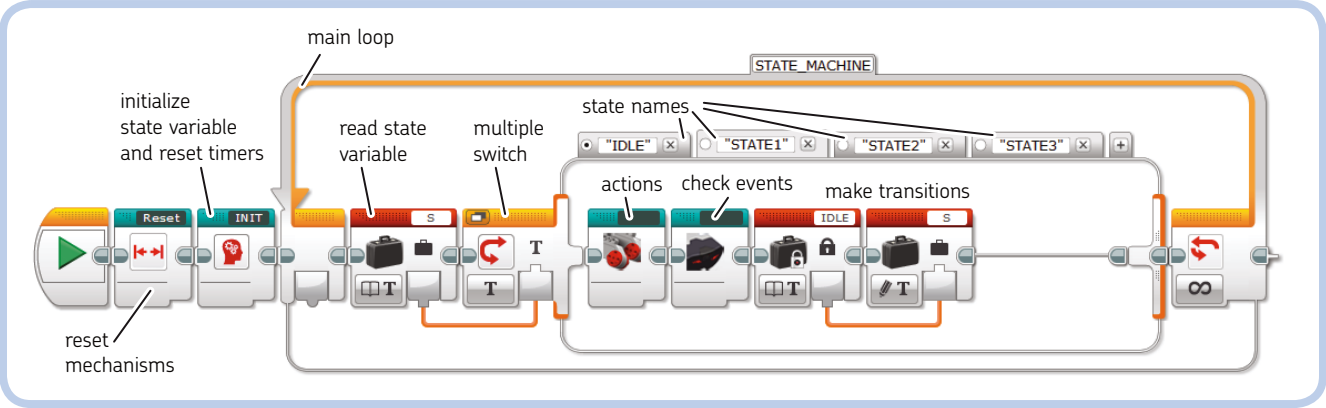

Figure 16-13: The generic implementation of a state machine using EV3 language
In this section, you'll learn how to implement a *state machine (SM)* using the EV3 software. Each abstract component of the state machine (states, transitions, events, and actions) will be represented by a sequence of programming blocks. (The program shown in Figure 16-13 is just a generic structure; you'll see how to implement the SM for the T-R3X in detail later on.)
A state machine can be implemented in EV3 language by following the generic structure of Figure 16-13. Before the main loop, you can reset the robot's mechanics, reset event timers, and initialize the *state variable* **S** by assigning the first state that the state machine should execute (such as the default state named IDLE).
The initial START state can be implemented by placing one or more My Blocks before the main program loop. In the generic program shown in Figure 16-13, the *Reset* My Block resets the robot's mechanisms, while the *INIT* My Block sets the initial value for the state variable, resets the timers, and chooses random timeouts for them.
Alternatively, you can make the state variable a text variable, so that you can just write the state name into it, such as IDLE, LOOK, and so on. If you use text variables when making a transition, be sure to write the exact name of the state into the state variable, or the machine will not behave as expected. It will be trying to reach a state that does not exist and will execute the default state (in this case, the IDLE state). The state variable in the generic program shown in Figure 16-13 is a text variable.